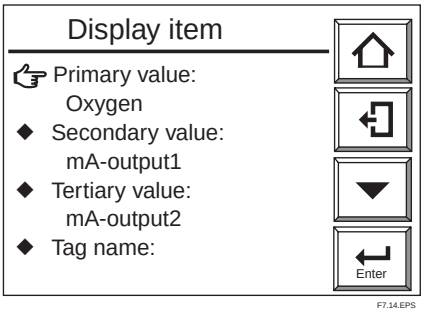
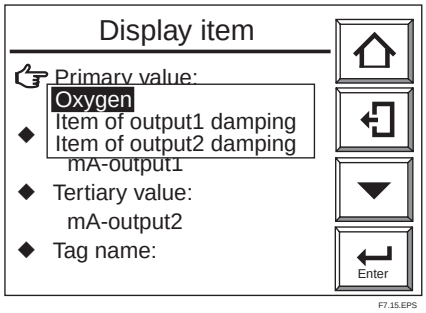

Figure 7.14 Display Item Display
Figure 7.15 Display Item Selection
(3) In the above Display setup display, select the Display item. The Display item display (Figure 7.14) then appears. From this display, select the Primary value and press the [Enter] key to display the Display item selection display (Figure 7.15).
(4) Select the Secondary and Tertiary values in the same manner as in the steps above.
(5) Consult Table 7.2, “Display Items,” enabling the selection of display items in individual display areas.